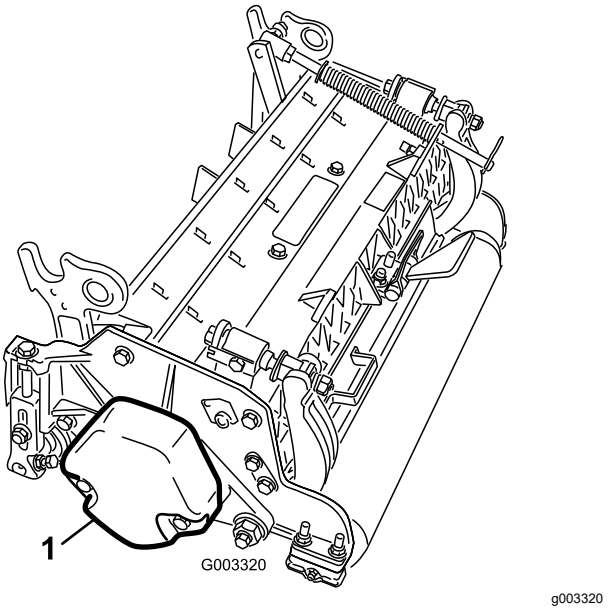

Figur 5
3. Sørg for, at kontravægten (Figur 5) er monteret i den korrekte ende af klippeenheden som beskrevet i klippeenhedens *betjeningsvejledning*.